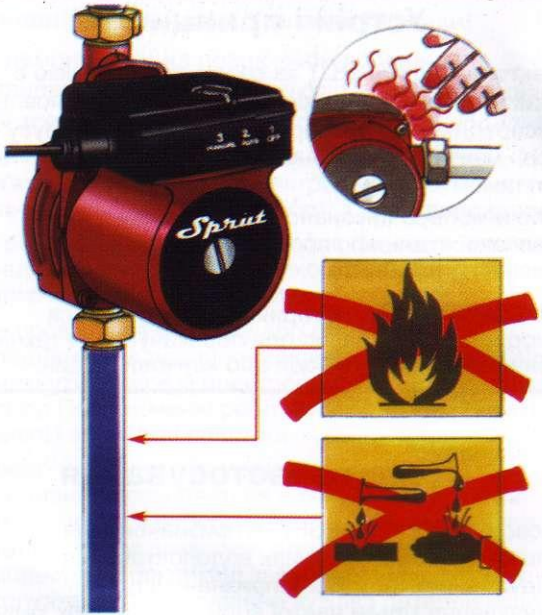

Рис. 1
**ПОПЕРЕДЖЕННЯ!** Дані електронасоси не є хімічними, оскільки не призначені для перекачування агресивних рідин – кислот, лугів. Вони також не відносяться до живильних, оскільки не призначені для підживлення систем опалювання високого тиску (рис. 1).